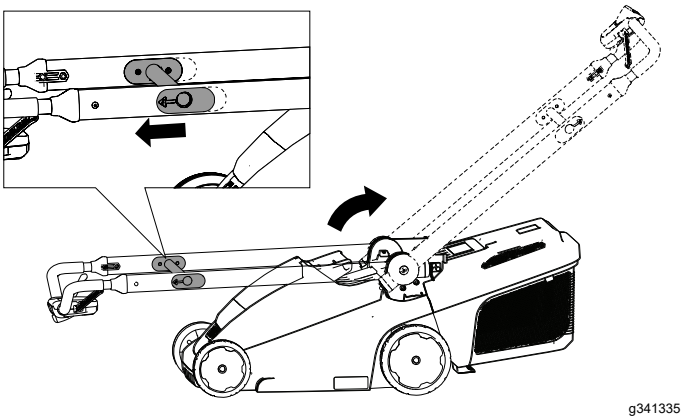

Figura 5
2. Mueva la barra de liberación del manillar hacia el manillar superior para liberar el bloqueo del manillar (Figura 5).
3. Mueva el manillar hacia atrás a la posición de uso y suelte la barra de liberación del manillar (Figura 5).